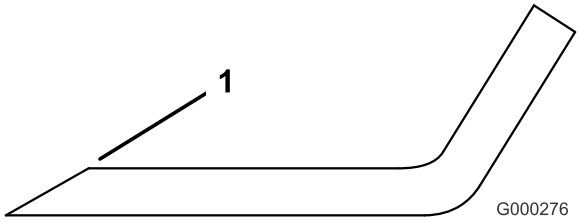

Figura 67
1. Afile el filo de corte en ambos extremos de la cuchilla (Figura 67). Mantenga el ángulo original. La cuchilla permanece equilibrada si se retira la misma cantidad de material de ambos bordes de corte.